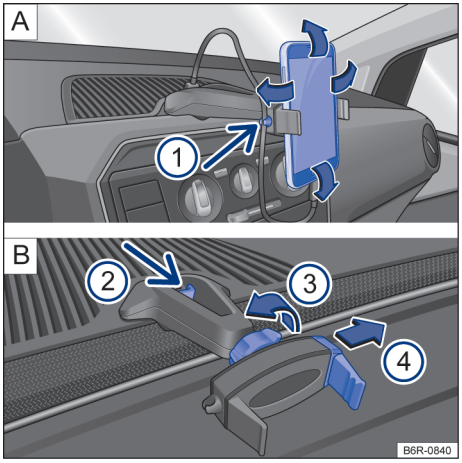

Fig. 143 No console central: suporte para telefone celular e ajustes.
– Segurar o suporte com uma mão e pressionar o botão de destravamento → Fig. 143 B (2) (seta).
– Com a haste → Fig. 143 B (4) deslocar no sentido da seta, e instalar o telefone celular no alojamento.
– Com a outra mão deslocar a haste → Fig. 143 B (4) até que seja possível remover o aparelho do alojamento.
– Colocar o cabo USB na entrada carregador USB do suporte existente no painel de instrumentos → Fig. 143 A.
– Prender o cabo no suporte → Fig. 143 A (1).
– Para liberar o movimento do suporte, girar a trava → Fig. 143 B (3) no sentido contrário da seta.
– Para fixar a posição, girar a trava no sentido da seta → Fig. 143 B (3) até a fixação total do suporte.
O suporte para telefone celular tem garantia de 3 anos, com exceção da haste deslizante (garra) → Fig. 143 B ④ que tem garantia de **1 ano**. ◁